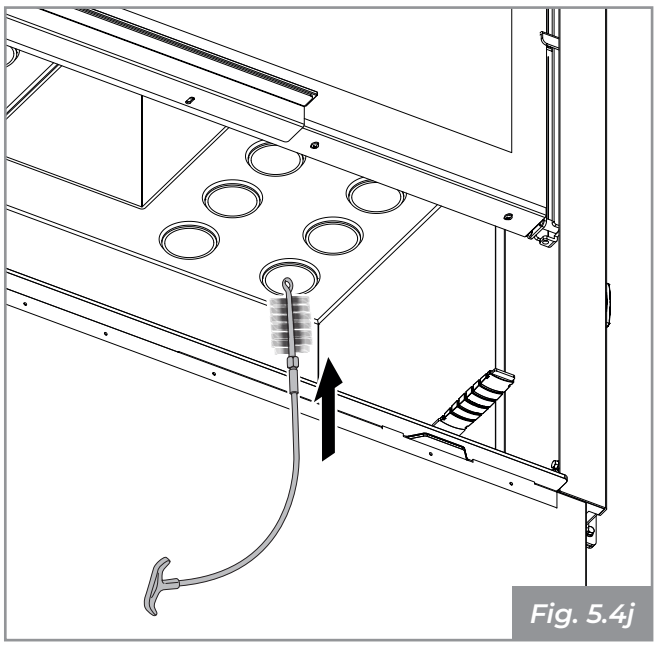

Fig. 5.4j
- Para extraer los turbuladores por la parte de abajo, introduzca el escobillón suministrado por la cámara de combustión en los tubos de intercambio **(Fig. 5.4j)**, levantando ligeramente el turbulador, y extraiga el vástago **(Fig. 5.4h)**;
- Limpie los tubos de intercambio con el escobillón suministrado **(Fig. 5.4j)**.